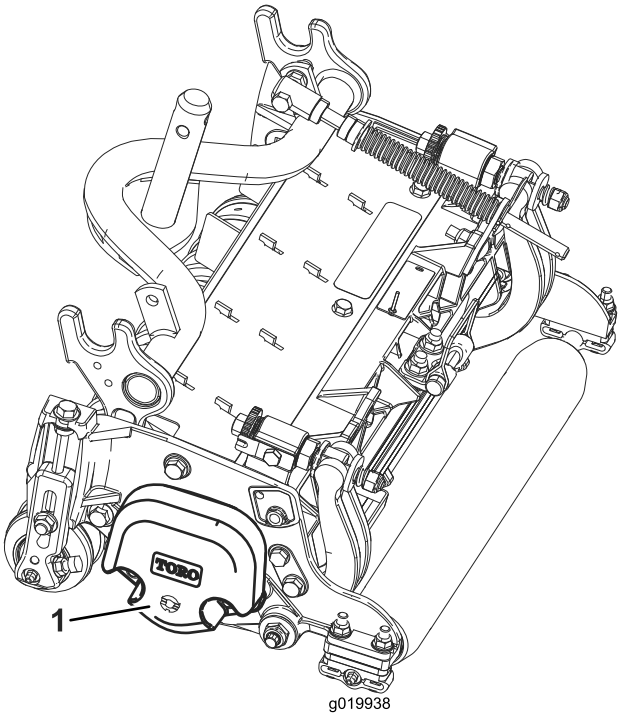

Figur 3
4. Kontroller at motvekten (Figur 3) er installert i den korrekte enden av klippeenheten som beskrevet i klippeenhetens brukerhåndbok.